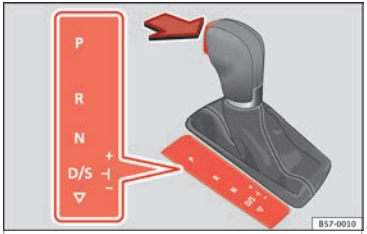

Fig. 181 Selector lever lock.
– Press the brake pedal *and*, at the same time, hold the lock button in the direction of the arrow ››› **Fig. 181**.